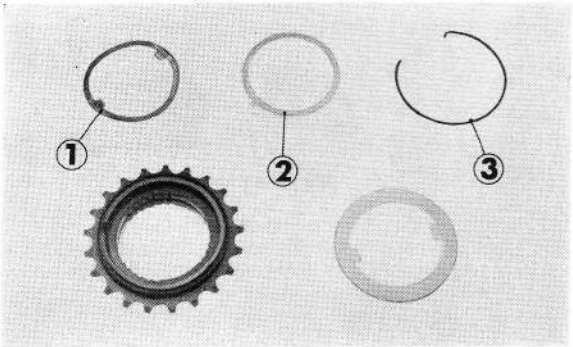

**Figure 4-17 : ① ressort de roue libre B ② rondelle d'appui B de 50 mm ③ circlip de 61 mm**
3. Déposer le circlip de 61 mm, démonter la rondelle d'appui B, le ressort de roue libre B (figure 4-17).